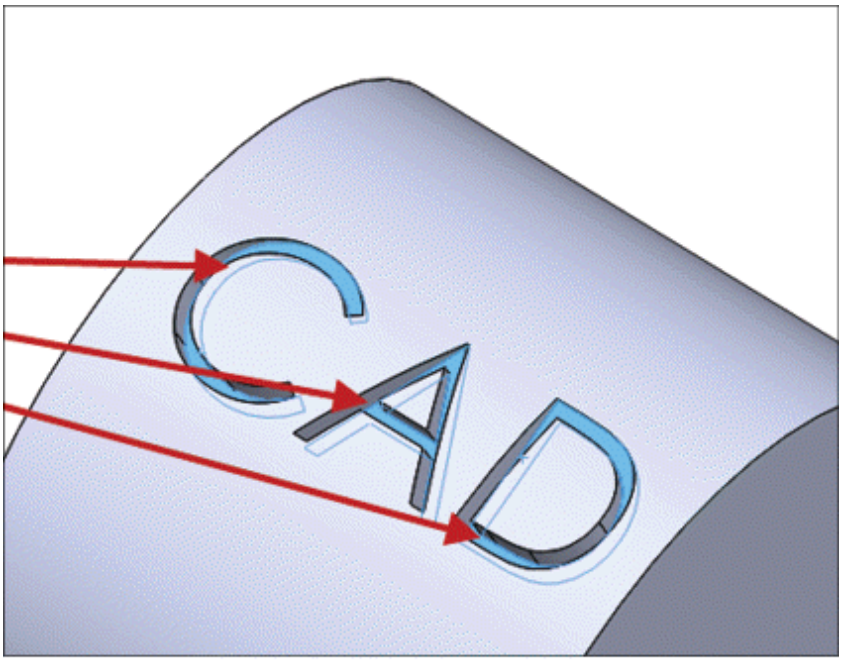
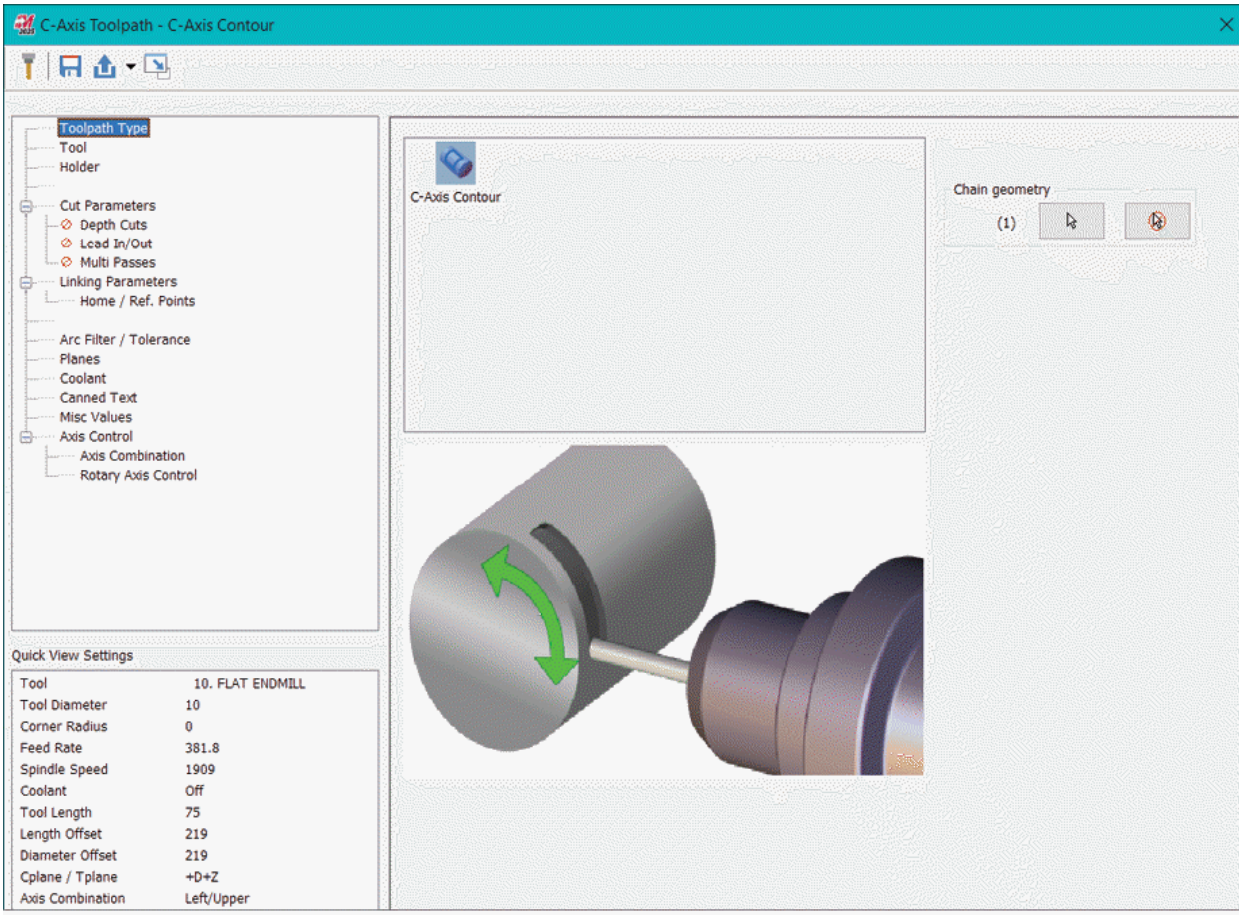

Figure-7. Faces selected for cross contour
Figure-8. C-Axis Toolpath-C-Axis Cross Contour dialog box
- Select the faces that you want to be machined; refer to Figure-7 and click on the **OK** button from the dialog box. The **C-Axis Toolpath - C-Axis Cross Contour** dialog box will be displayed; refer to Figure-8.